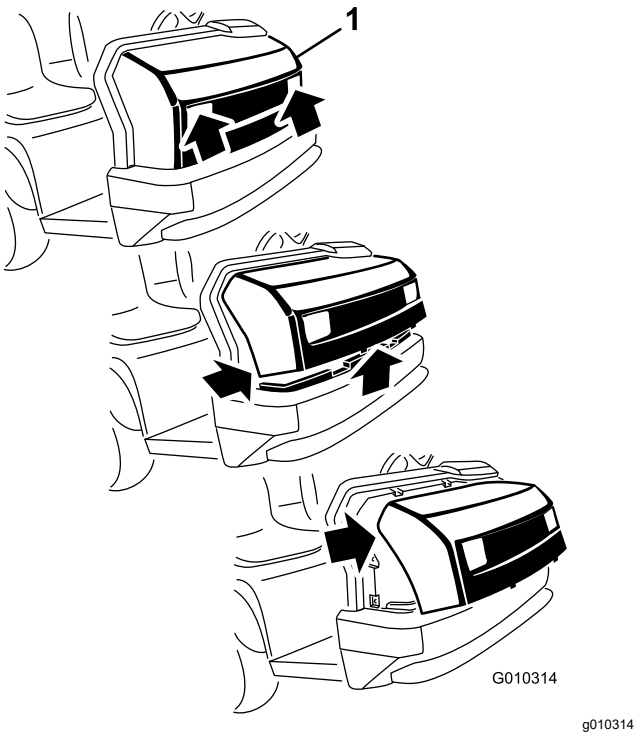

Bild 1
1. Fassen Sie die Motorhaube in den Scheinwerferöffnungen an und heben sie an, um die unteren Befestigungsnasen aus den Rahmenschlitzen zu heben (Bild 1).
2. Drehen Sie die Unterseite der Motorhaube nach oben, bis Sie die oberen Befestigungsnasen aus den Rahmenschlitzen ziehen können (Bild 1).
3. Drehen Sie die Oberseite der Motorhaube nach vorne und ziehen Sie die Kabelanschlüsse von den Scheinwerfern ab (Bild 1).
1. Fluchten Sie die Motorhaube mit der Vorderseite der Maschine aus (Bild 1).
3. Drehen Sie die Motorhaube zurück und setzen Sie die Befestigungsnasen oben an der Motorhaube in die Schlitze im Armaturenbrett der Maschine ein (Bild 1).
4. Drehen Sie die Motorhaube nach unten und setzen Sie die Nasen unten an der Motorhaube in die Schlitze in der Stoßstange ein (Bild 1).